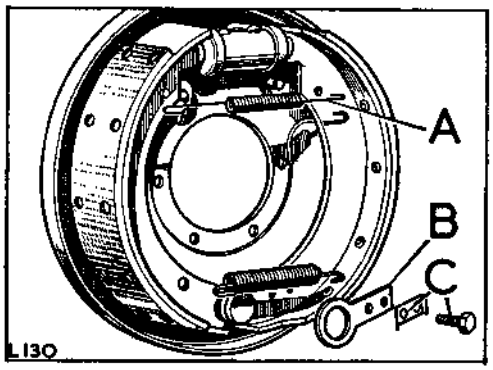

**Fig. H1-74. Fixings for brake shoes**
8. Replace the trailing shoe anchor plate. See Fig. H1-74.